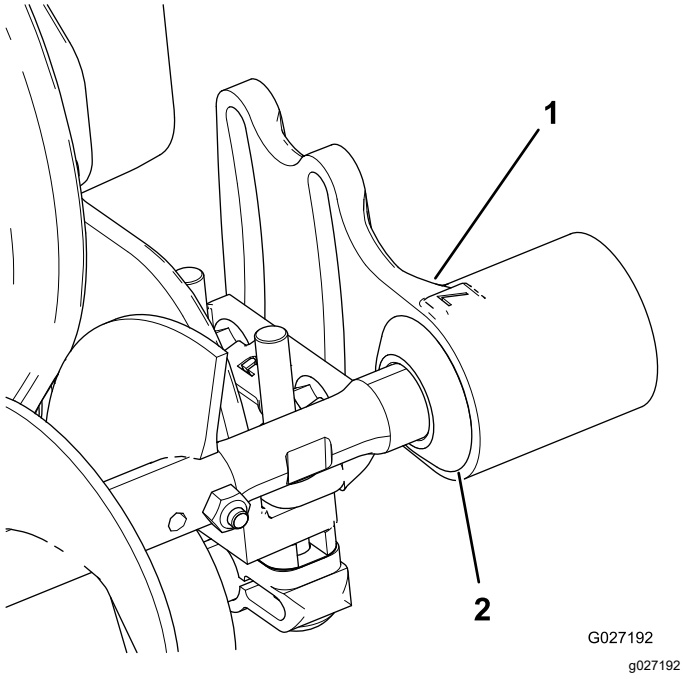

Figura 10
1. Deslice cada retén hacia el exterior hasta que los sellos toquen ligeramente el alojamiento de cada cojinete (Figura 10).